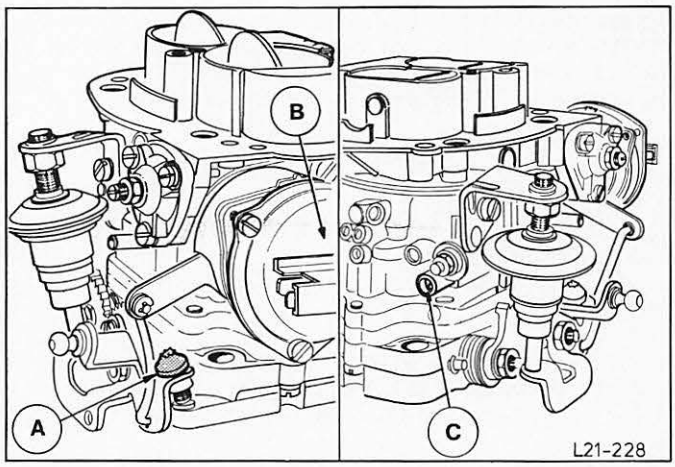

Abb.11 Solex - Doppelvergaser
- Gemischeinstellung auf eine Einstellschraube begrenzt, dadurch werden Fehleinstellungen weitgehendst vermieden, Abb.11.